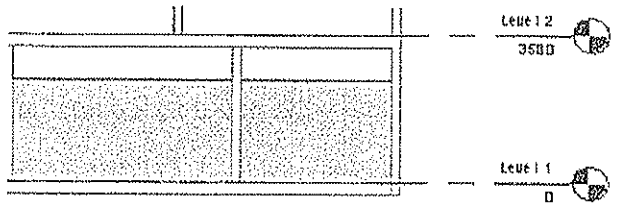

Figure 6–29
3. In the section, verify that all of the spaces are touching the ceilings, as shown in Figure 6–29. (Typically, set the space **Upper Limit** to the level above to have the space automatically stop at a boundary, such as a ceiling.)